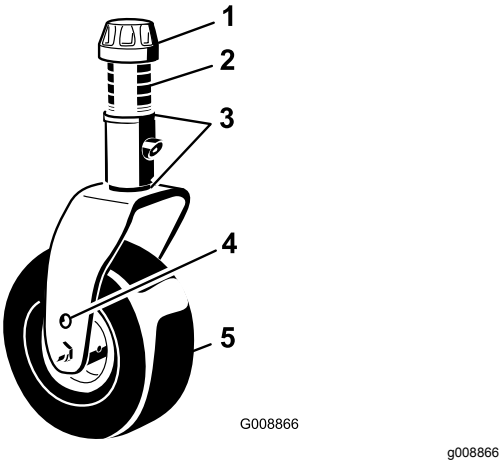

**Figur 104**
1. Fjern strammehætten fra spindelakslen, og lad spindlen glide ud af styrehjulsarmen (Figur 104). Genanbring afstandsstykkerne som påkrævet for at hæve eller sænke styrehjulet, indtil klippeenheden har den korrekte hældning.